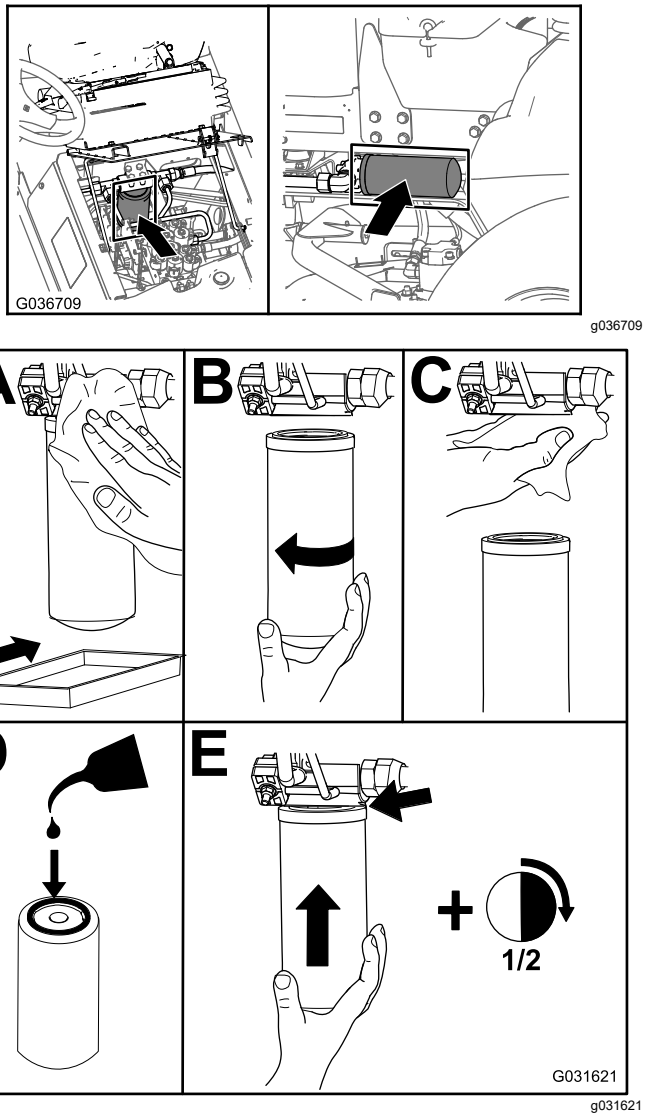

Figuur 123
2. Vervang het hydraulische drukfilter bij het hydraulische hefcompartiment; zie Figuur 123.
4. Plaats het retourfilter terug aan de rechterzijde van de machine (Figuur 123).